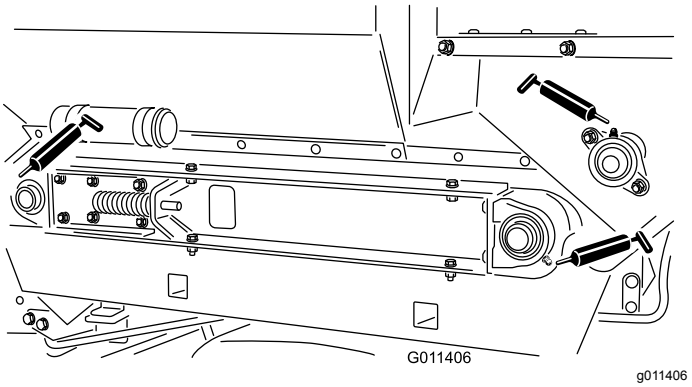

Figuur 21
De smeerpunten (Figuur 21) en de hoeveelheden zijn: rolaslagers (4) en borstelaslager (1).